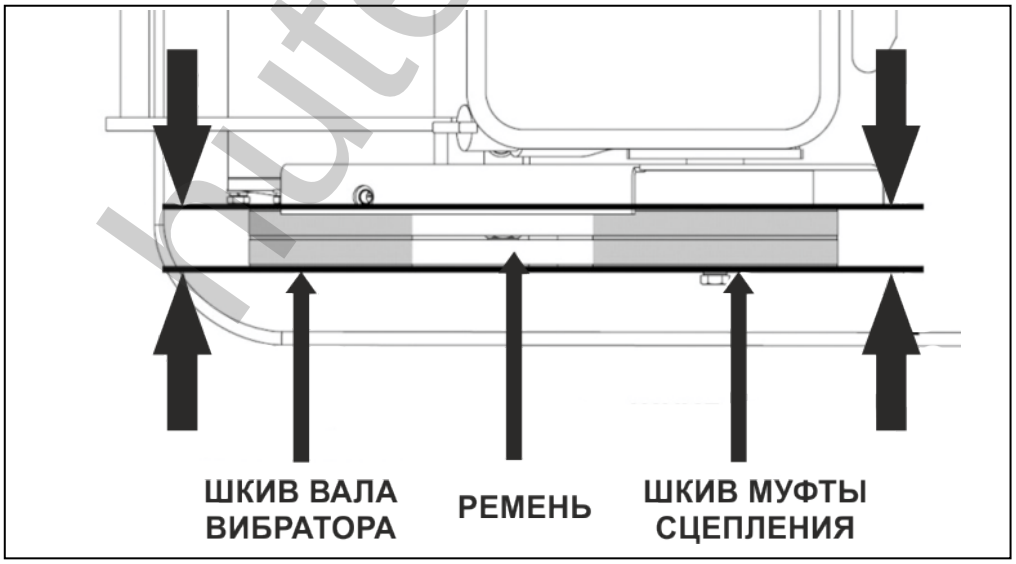

Рис. 28. Проверка плоскости шкивов и ремней.
5. Убедиться, что ремни и шкивы вала вибратора и муфты сцепления находятся в одной плоскости (Рис. 28).
7. Сдвинуть двигатель в сторону от вибратора, проверить натяжение ремней. При этом нужно контролировать, чтобы ремни и шкивы вала вибратора и муфты сцепления были в одной плоскости (Рис. 28).